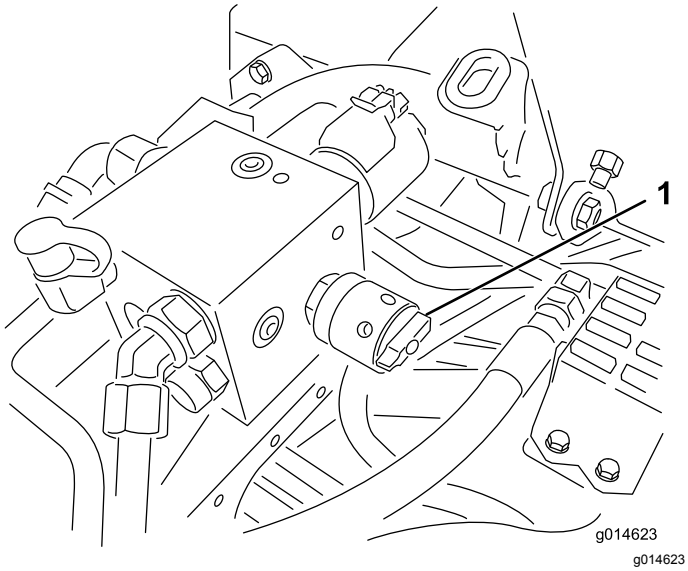

Figur 56
6. Drej hastighedsregulatoren til knivcylindre til indstillingen 1 (Figur 56).